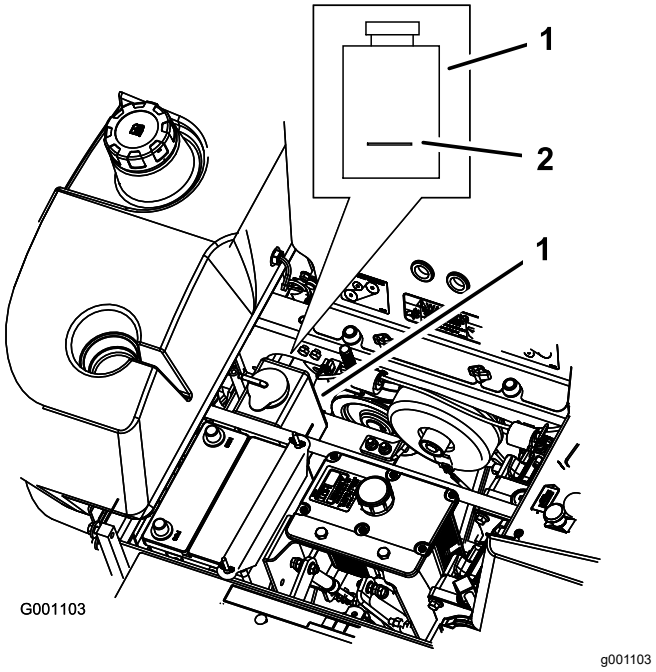

Figur 79
4. Kontrollera nivån i överströmningsbehållaren medan motorn är kall. Vätskan ska nå upp till utbuktningen på utsidan av överströmningsbehållaren (Figur 79).
5. Om kylvätskenivån är låg tillsätter du en 50/50-blandning av frostskyddsmedel med förlängd hållbarhet/Dex-Cool® och vatten i överströmningsbehållaren (Figur 79).
6. Tillsätt 50/50-blandningen till överströmningsbehållaren och fyll den upp till indikatorstrecket på behållaren (Figur 79).